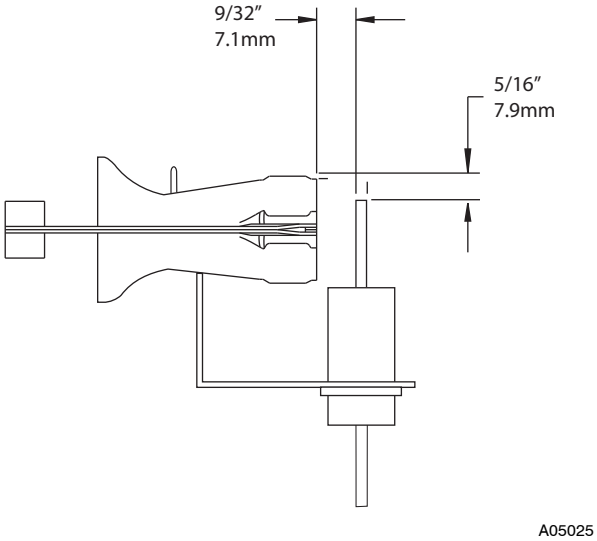

**Fig. 38 - Igniter Position - Side View**
6. For Silicon Nitride igniters, see Fig. 38 and 39.